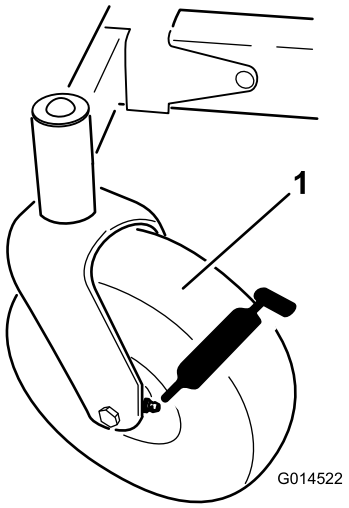
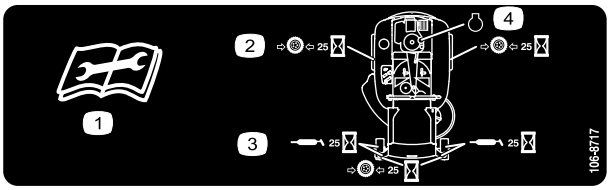

Figur 32
Figur 33
3. Torka av smörjnipplarna (Figur 32 och Figur 33) med en trasa. Skrapa av eventuella färgrester från nipplarnas framsida.
4. Sätt en fettspruta på varje nippel (Figur 32 och Figur 33). Pumpa in fett i nipplarna tills det börjar tränga ut ur lagren.